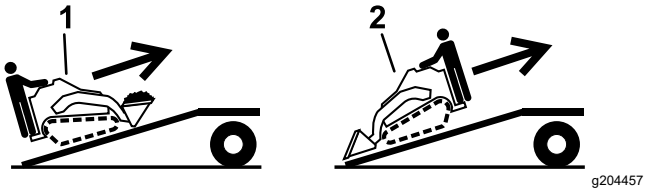

Рисунок 28
5. Погрузку машины на прицеп следует производить более тяжелой частью вверх по наклонному въезду, при этом грузы должны быть опущенными (Рисунок 28).